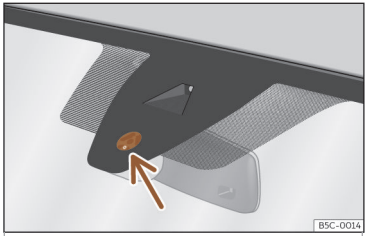

Fig. 102 Superficie sensibile del sensore pioggia.
Di seguito sono riportate alcune delle possibili cause di anomalia e di interpretazione scorretta *nella zona della superficie sensibile* ››› **fig. 102** del sensore pioggia:
- **Pulire regolarmente la superficie sensibile del sensore pioggia››› fig. 102 (freccia) e verificare la presenza di eventuali danni sulle spazzole.**